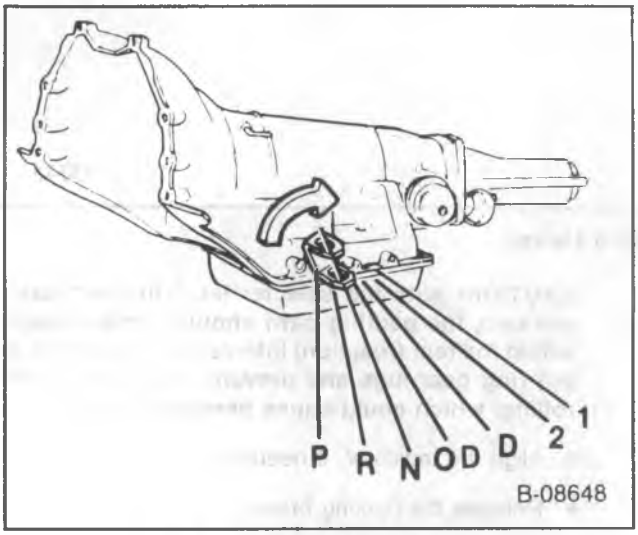

Figure 58—Shift Positions
The TV cable operates the TV link (144) and bracket in the transmission (figure 58).